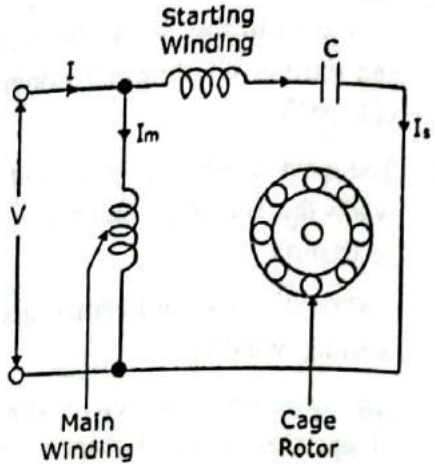

**FIG. 4.27 : CAPACITOR RUN INDUCTION MOTOR**
- As shown in Fig. 4.27, the two windings, namely; main winding and starting winding are connected in parallel across the supply voltage V. The capacitor C is connected in series with starting winding.